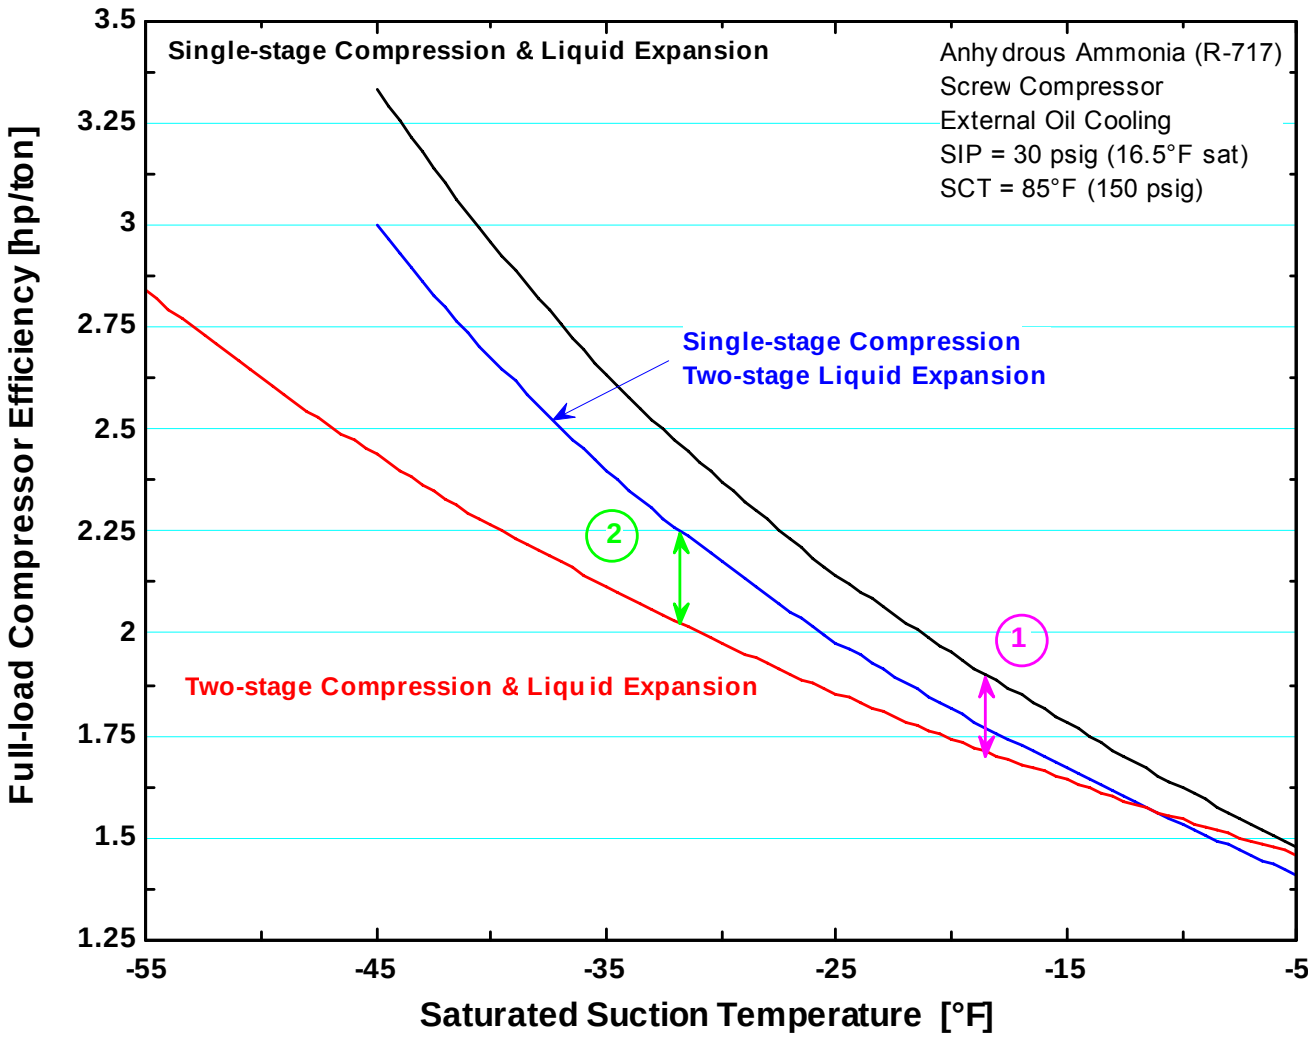

FIGURE 2 Refrigeration system efficiency as a function of low-temperature suction requirements.
The most obvious factor that affects the system efficiency is the low-temperature suction pressure requirement. FIGURE 2 shows the effect of suction pressure (expressed as saturated suction temperature) on the efficiencies of the three systems for a fixed saturated intermediate pressure (SIP) of 30 psig [2.1 bar(g)] (16.5°F [-8.6°C] saturated) and a saturated condensing temperature (SCT) of 85°F [29.4°C] (150 psig [10.3 bar(g)]). The condensing pressure is chosen to approximate a yearly average condensing pressure for a refrigeration system and 30 psig [2.1 bar(g)] intermediate as a typical high-stage pressure set point. The figure shows, expectedly, that as the compression ratio increases, the advantages of two-stages of compression and liquid expansion increases. Two points are shown on the figure specifically, ① indicates the point (-18.5°F [-28°C]) where the hp/ton of the two-stage system (FIGURE 1(C)) is 10% **lower** than a single-stage system (FIGURE 1(A)) and ② indicates the point (-32°F [-35.6°C]) where th hp/ton for the two-stage system is 10% **lower** than the single-stage system with two-stages of liquid expansion (FIGURE 1(B)). Another point to note is that at approximately -12°F [24.4°C] saturated suction (8 psig [0.55 bar(g)]) the two-stage and single-stage with two-stages of liquid expansion systems have the same efficiency.